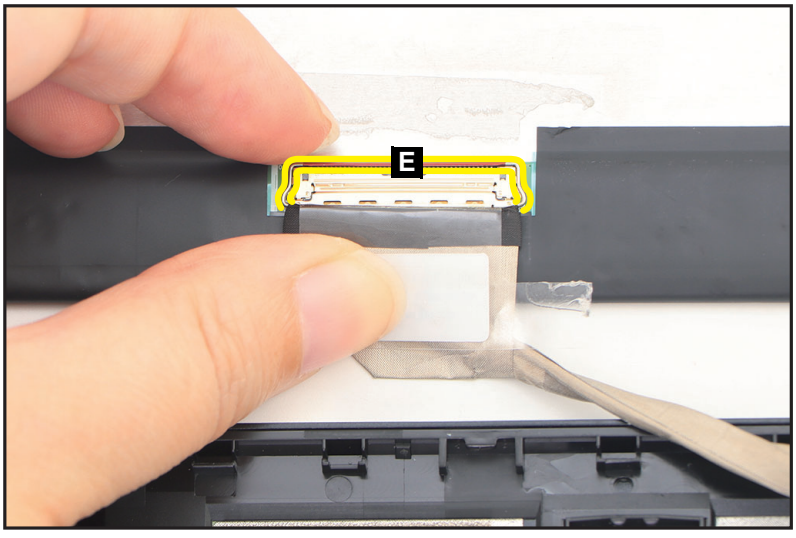

Figure 1-60. LCD Panel Removal
4. Lift the latch (E) securing the LCD cable (Figure 1-60).